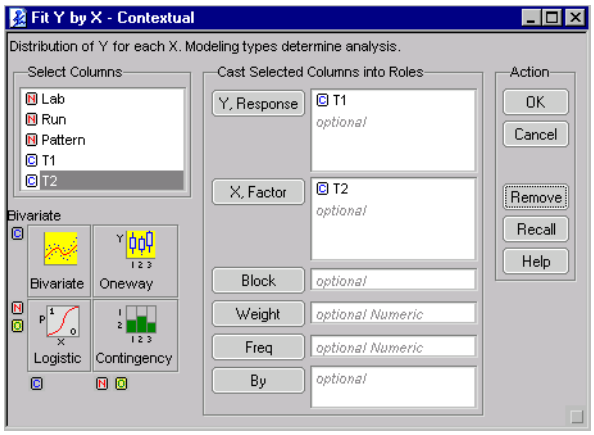

Figure 4. Fit Y by X Launch Dialog
2. Assign T1 as *y* and T2 as *x*, as shown in Figure 4.